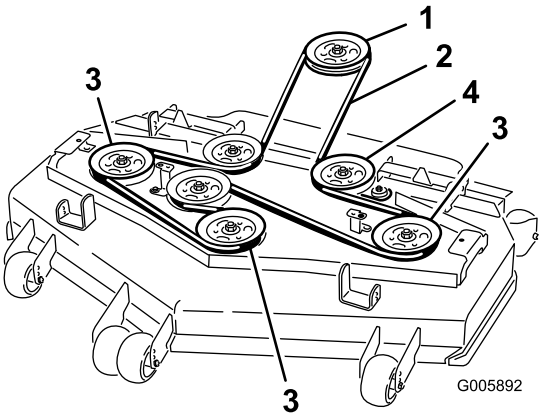

Figur 63
8. Monter den nye rem på remskiverne (Figur 63).